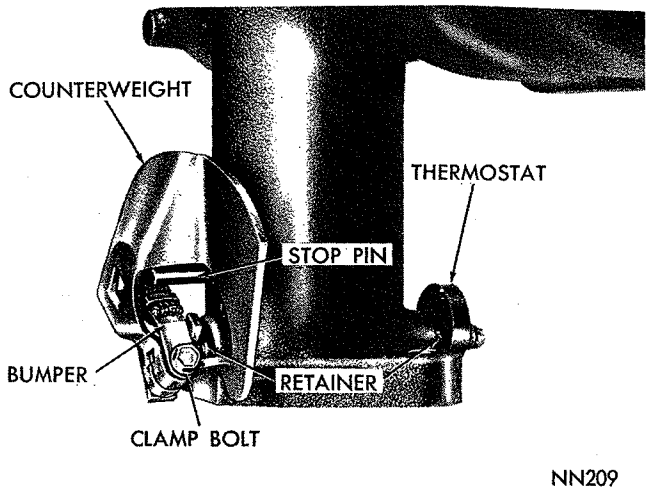

***Fig. 32—Installing Counterweight (361, 383 and 426 Cu. In. Engines)***
(1) Be sure shaft retainer is in place on outer end of valve shaft.
(2) Install counterweight and bumper on outer end of valve shaft. The bumper should be located on the right hand side of the hub section of the counterweight and on the left hand side of the stop pin (Fig. 32).
(3) Tighten clamp bolt to 50 inch-pounds with C-3380 Torque Wrench. Test operation of valve for freedom of movement.